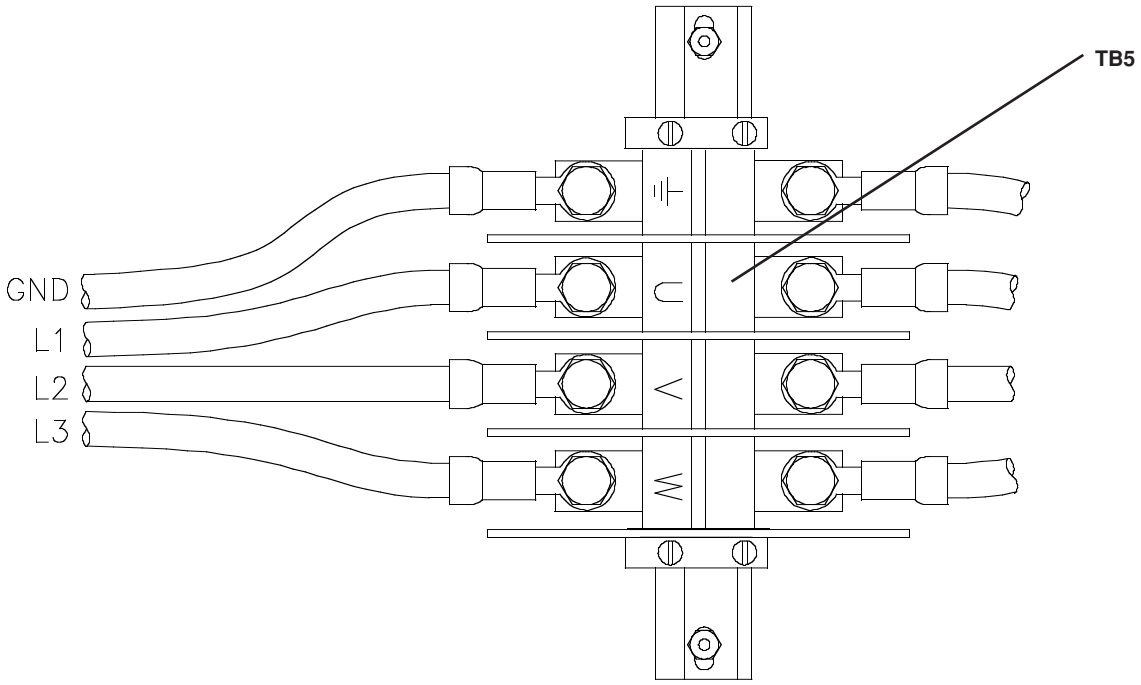

Figure c-3 Power Cable Connections to TB5
4. Connect leads L1 to U, L2 to V, and L3 to W terminals of TB5 (see Figure c-3). Ensure that all connections are tight to avoid excessive heating.
5. Connect the ground lead to terminal marked ⏚ at TB5 (see Figure c-3).